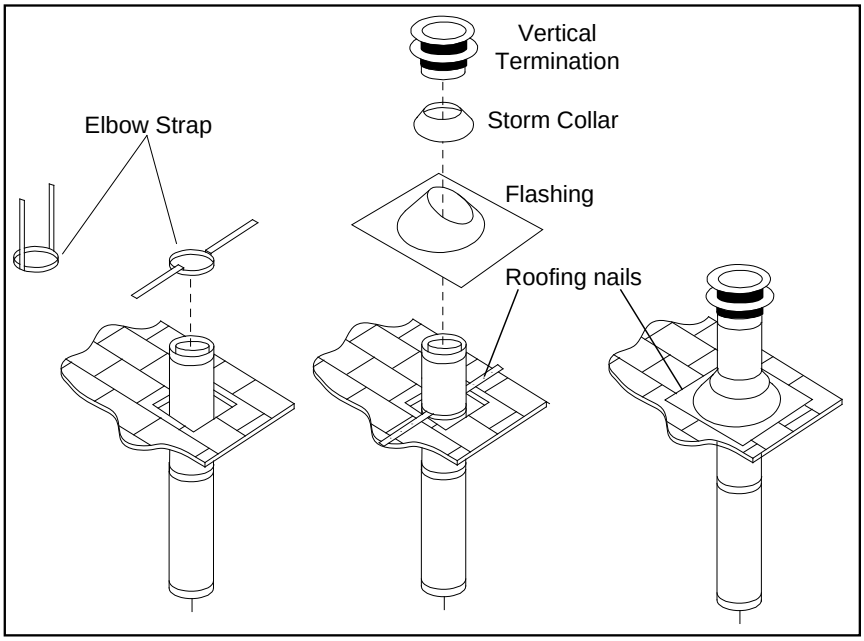

Figure 42. Vertical Vent Termination
STEP 6. Once the pipe sections have been joined, and run up through the hole in the roof, slip an elbow strap over the exposed sections, bend the support straps outwards, and push the elbow strap down to the roof level, as shown in Figure 42. Tighten the clamp around the pipe section. Use a level to make sure the pipe is truly vertical. With roofing nails, secure the support straps to the roof. Seal the nails holes heads with non-hardening mastic. Trim the excess length of the support straps that extend out beyond the edge of the flashing.
STEP 9. Slip the storm collar over the pipe, and push it down to the top of the roof flashing as shown in Figure 42. Use the non-hardening sealant around the joint between the pipe and the storm collar.